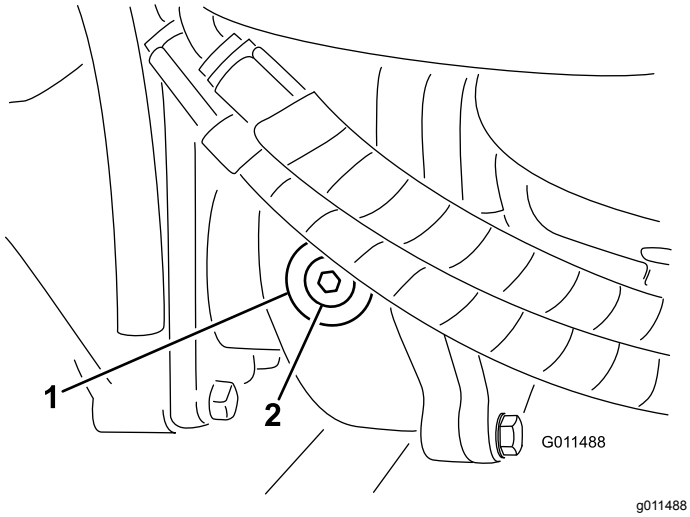

Figuur 17
2. Verwijder de controle/vulplug aan de linkerzijde van de tandwielkast (Figuur 17) en controleer of de tandwielolie tot aan de onderkant van